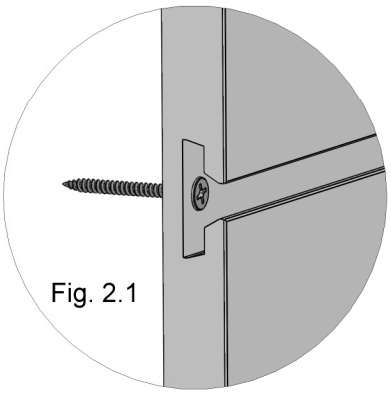

Fig. 2.1
- Fasten initial bottom panel to the wall with **#6 or #7 bugle head drywall** screws. (See Fig. 2.1) Install a minimum of one screw every third slot(or 9") vertically and every stud horizontally, typically every 16" o/c horizontally (maximum 24" o/c horizontally). Each 4' x8' panel should have minimum of (42) screws secured to studs or furring.